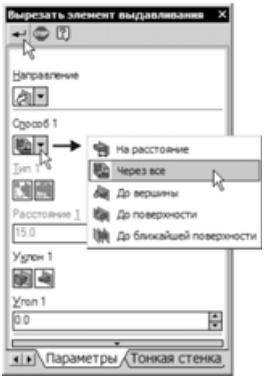

Рис. 2.94
- Раскройте список **Способ 1** панели свойств и выберите из него вариант **Через все**. Нажмите кнопку **Создать Объект** (рис. 2.94).